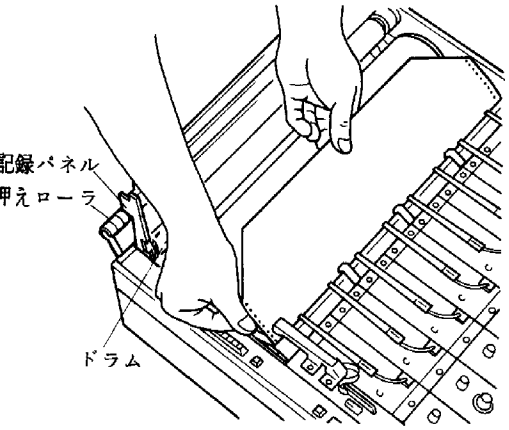

図２－４　記録紙の引出
①　レコーダ本体右側のペン上げレバーを手前に引きスプロケットローラが自由に回転できるようにして記録紙の端を両手でしごくように，当て板の上を滑らせスプロケットローラとの間を潜らせます。スプロケットローラとペン先との間から紙が頭を出したら手でつまんで引上げ，スプロケットとかみ合せます。左側のスプロケットは，左右に動きます。このまま記録紙を引出し適当な所でペン上レバーをもとに復します。（図２－４）
②　記録パネルを閉じ，記録紙をパネルの上になじませながら，押えローラとドラムの間に紙を通します。
③　押えローラをもとにもどします。